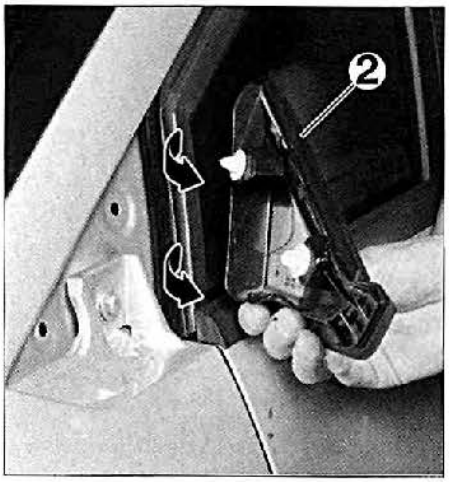

FIG. 12
• Desengrapar la tapa (2) **(fig. 12).**